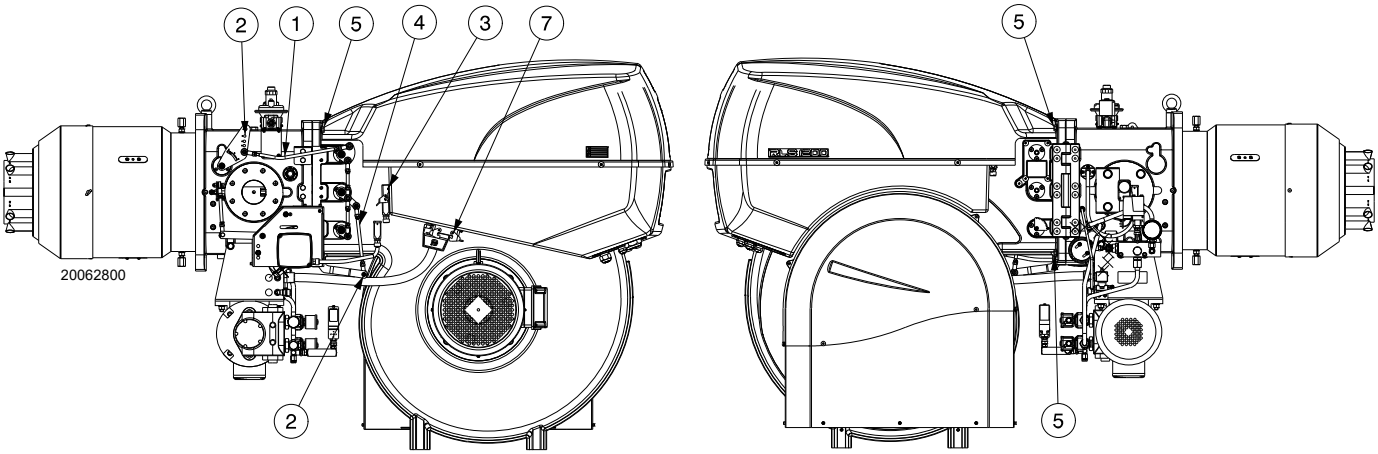

Fig. 43
- ➤ Desserrer l'écrou 2) et enlever les tirants 1) et 4)(Fig. 43) du levier de déplacement de la tête et d'ouverture des volets.